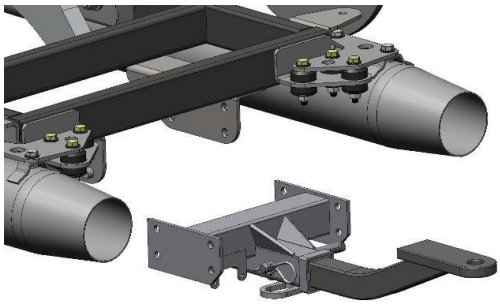

Figure 31
a. Install hitch receiver to body frame with supplied eight 5/16"-18 x 1" L Hex Bolts and 5/16" SAE Flat Washers. **Figure 31.**